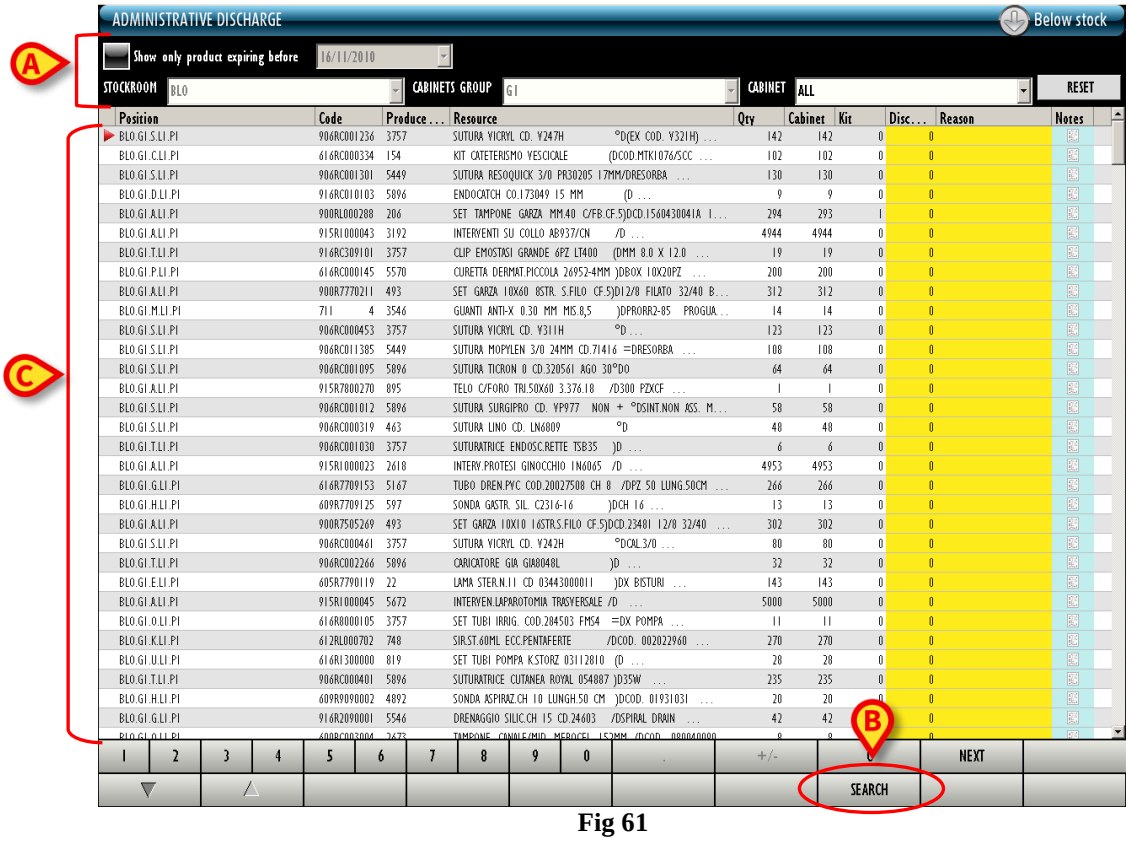

Fig 61
- insert the resource data in the selection filters (Fig 61 **A** - if no filter is specified the search result is the full list of all the resources configured in the system).
- Click the **Search** button on the command bar (Fig 61 **B**).
The list of resources matching the specified values appears on screen (Fig 61 **C**).